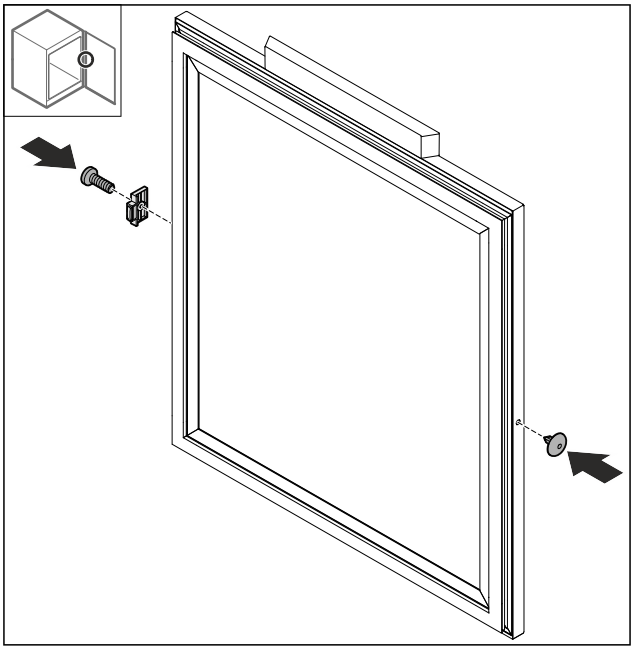

Fig. 48
▶ Montați opritorul ușii *Fig. 48 (1)* rotit cu 180° pe partea opusă.
▶ Montați capacul *Fig. 48 (2)* pe partea opusă.